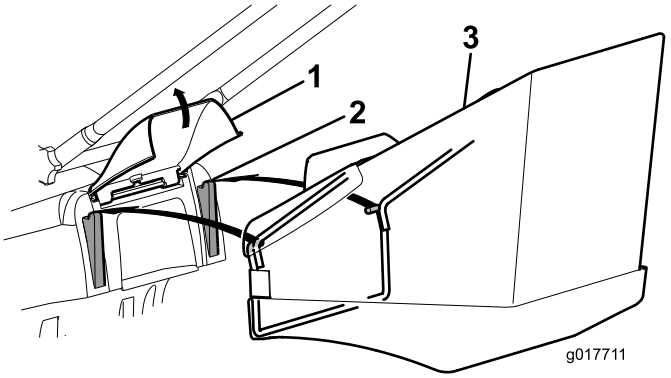
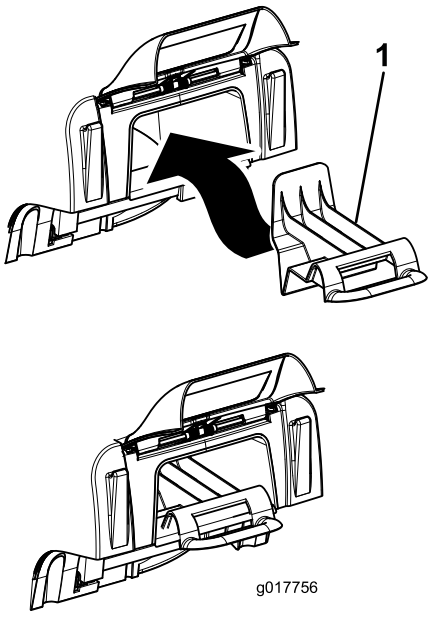

Figura 14
Figura 15
1. Levante el deflector trasero, retire el tapón de mulching (Figura 15) e instale el recogedor sobre las orejetas (Figura 14).
Nota: Para pasar de ensacado a reciclado, retire el recogedor, vuelva a colocar el tapón de mulching que retiró en el Paso 1 y cierre la tapa trasera (Figura 15).